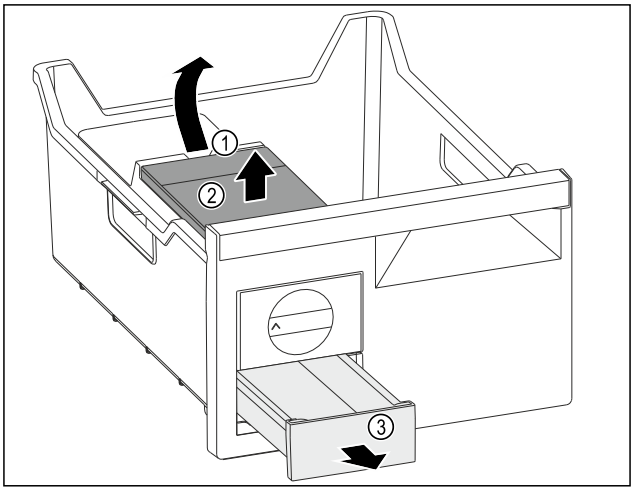

Fig. 140
▶ Vyjmutí nádržky na vodu: Zvedněte nádržku na vodu za vybrání *Fig. 140 (1)*.
▶ Nádržku na vodu *Fig. 140 (2)* vyjměte nahoru.
▶ Zásuvku na kostky ledu *Fig. 140 (3)* vyjměte dopředu.